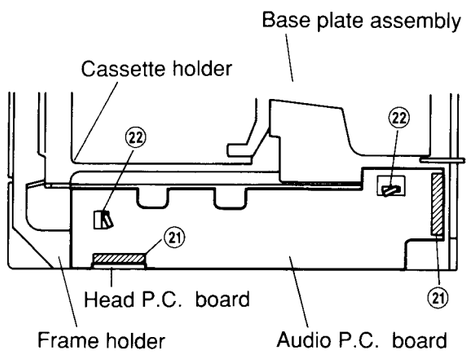

Figure 16
(1) Remove two solders ㉑ and remove the parallel wire (7P) and the head P.C. board as shown in Figure 16.
(2) Adjust the two claws ㉒ to the rectangular holes on the P.C. board and remove the P.C. board as shown in Figure 16.
(3) After replacement, mount the new P.C. board following the removal steps in the reverse order.